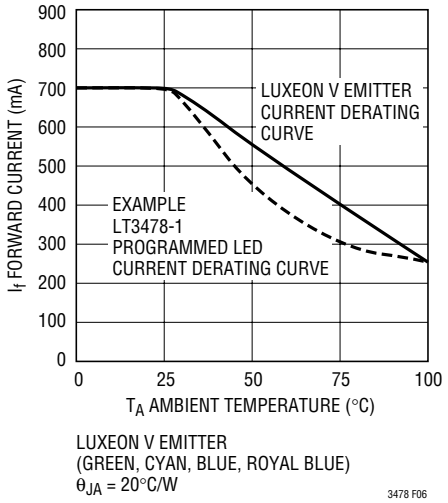
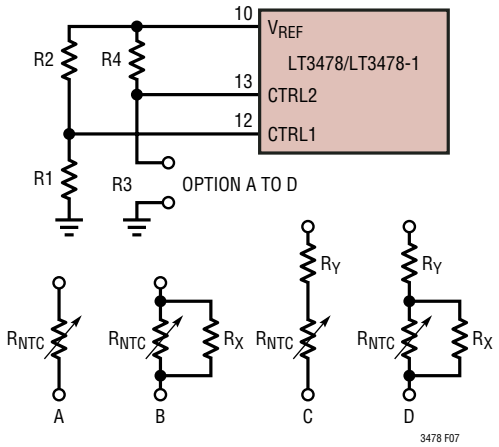
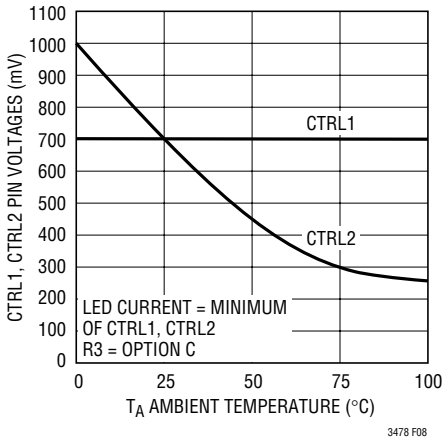

Figure 6. LED Current Derating Curve vs Ambient Temperature
Figure 7. Programming LED Current Derating Curve vs Temperature (R_{NTC} Located on LEDs PCB)
Figure 8. CTRL1, 2 Programmed Voltages vs Temperature
A useful feature of the LT3478/LT3478-1 is the ability to program a derating curve for maximum LED current versus temperature. LED data sheets provide curves of maximum allowed LED current versus temperature to warn against exceeding this current limit and damaging the LED (Figure 6).
Without the ability to back off LED current as temperature increases, many LED drivers are limited to driving the LED(s) at only 50% or less of their maximum rated currents. This limitation requires more LEDs to obtain the intended brightness for the application. The LT3478/LT3478-1 allow the output LED(s) to be programmed for maximum allowable current while still protecting the LED(s) from excessive currents at high temperature. This is achieved by programming a voltage at the CTRL2 pin with a negative temperature coefficient using a resistor divider with temperature dependent resistance (Figures 7 and 8). CTRL2 voltage is programmed higher than CTRL1 voltage. This allows initial LED current to be defined by CTRL1. As temperature increases, CTRL2 voltage will fall below CTRL1 voltage causing LED currents to be controlled by CTRL2 pin voltage. The choice of resistor ratios and use of temperature dependent resistance in the divider for the CTRL2 pin will define the LED current curve breakpoint and slope versus temperature (Figure 8).
CTRL2 to achieve the desired CTRL2 curve vs temperature. The current derating curve shown in Figure 6 uses the resistor network shown in option C of Figure 7.
If calculation of CTRL2 voltage at various temperatures gives a downward slope that is too strong, alternative resistor networks can be chosen (B, C, D in Figure 7) which use temperature independent resistance to reduce the effects of the NTC resistor over temperature.
The following example uses hand calculations to derive the resistor values required for CTRL1 and CTRL2 pin voltages to achieve a given LED current derating curve. The resistor values obtained using the Murata simulation tool are also provided and were used to create the derating curve shown in Figure 6. The simulation tool illustrates the non-linear nature of the NTC resistor temperature coefficient at temperatures exceeding 50°C ambient. In addition, the resistor divider technique using an NTC resistor to derive CTRL2 voltage inherently has a flattening characteristic (reduced downward slope) at higher temperatures. To avoid LED current exceeding a maximum
Step 2: Choose resistor network option A (Figure 7) and CTRL2 = CTRL1 for 25°C breakpoint
Step 4: Calculate the resistor value required for R_Y in resistor network option (c) (Figure 7) to provide an I_{LED} slope of –200mA/25°C between 25°C and 50°C ambient temperature.
Using the Murata simulation tool for the resistor network and values in the above example shows a CTRL2 voltage curve that flattens out as temperatures approach 100°C ambient. The final resistor network chosen for the derating curve in Figure 6 used option C network with R4 = 19.3k, R_{NTC} = 22k (NCP15XW223J0SRC) and R_Y = 3.01k. Although the CTRL2 downward slope is greater than –200mA/25°C initially, the slope is required to avoid exceeding maximum allowed LED currents at high ambient temperatures (see Figure 6).